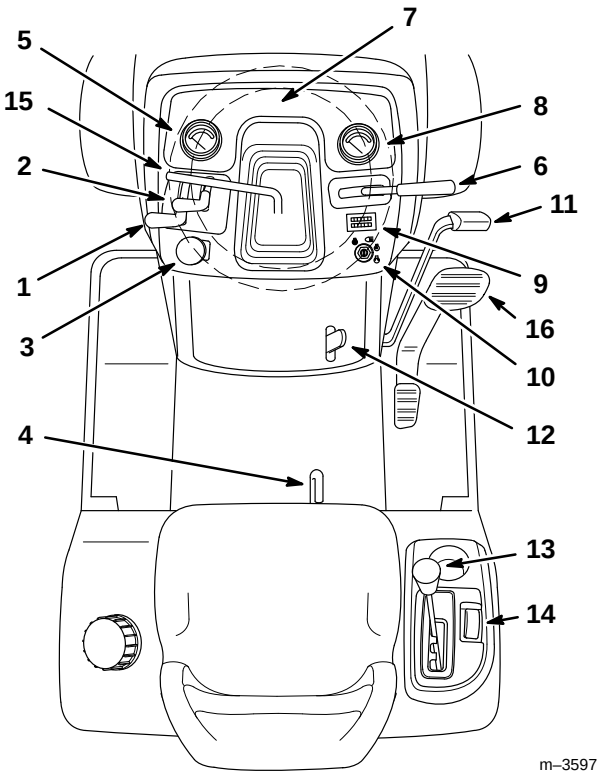

Figure 11
Avant de mettre le moteur en marche et d'utiliser la machine, familiarisez-vous avec toutes les commandes (Fig. 11).
1. Enfoncer la pédale de frein (Fig. 11) et la maintenir en position enfoncée.
2. Relever le levier de frein de stationnement (Fig. 11) et lâcher progressivement la pédale de frein. La pédale doit rester bloquée en position enfoncée.
1. Enfoncer la pédale de frein (Fig. 11). Le levier de frein de stationnement doit se déverrouiller.